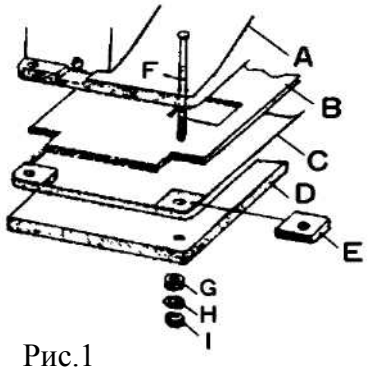

Рис.1
1. Положите прокладки «A», «B», «C», «D», «E» на стол в указанной на рис. 1 последовательности. Вставьте четыре болта с шестигранными головками малой головкой «F» в отверстия. По окончании установки шайб «G» и «H» вставьте шестигранную гайку «I», затяните четыре гайки, расположенные по диагонали, и зафиксируйте голову машины на столе (рис. 1).